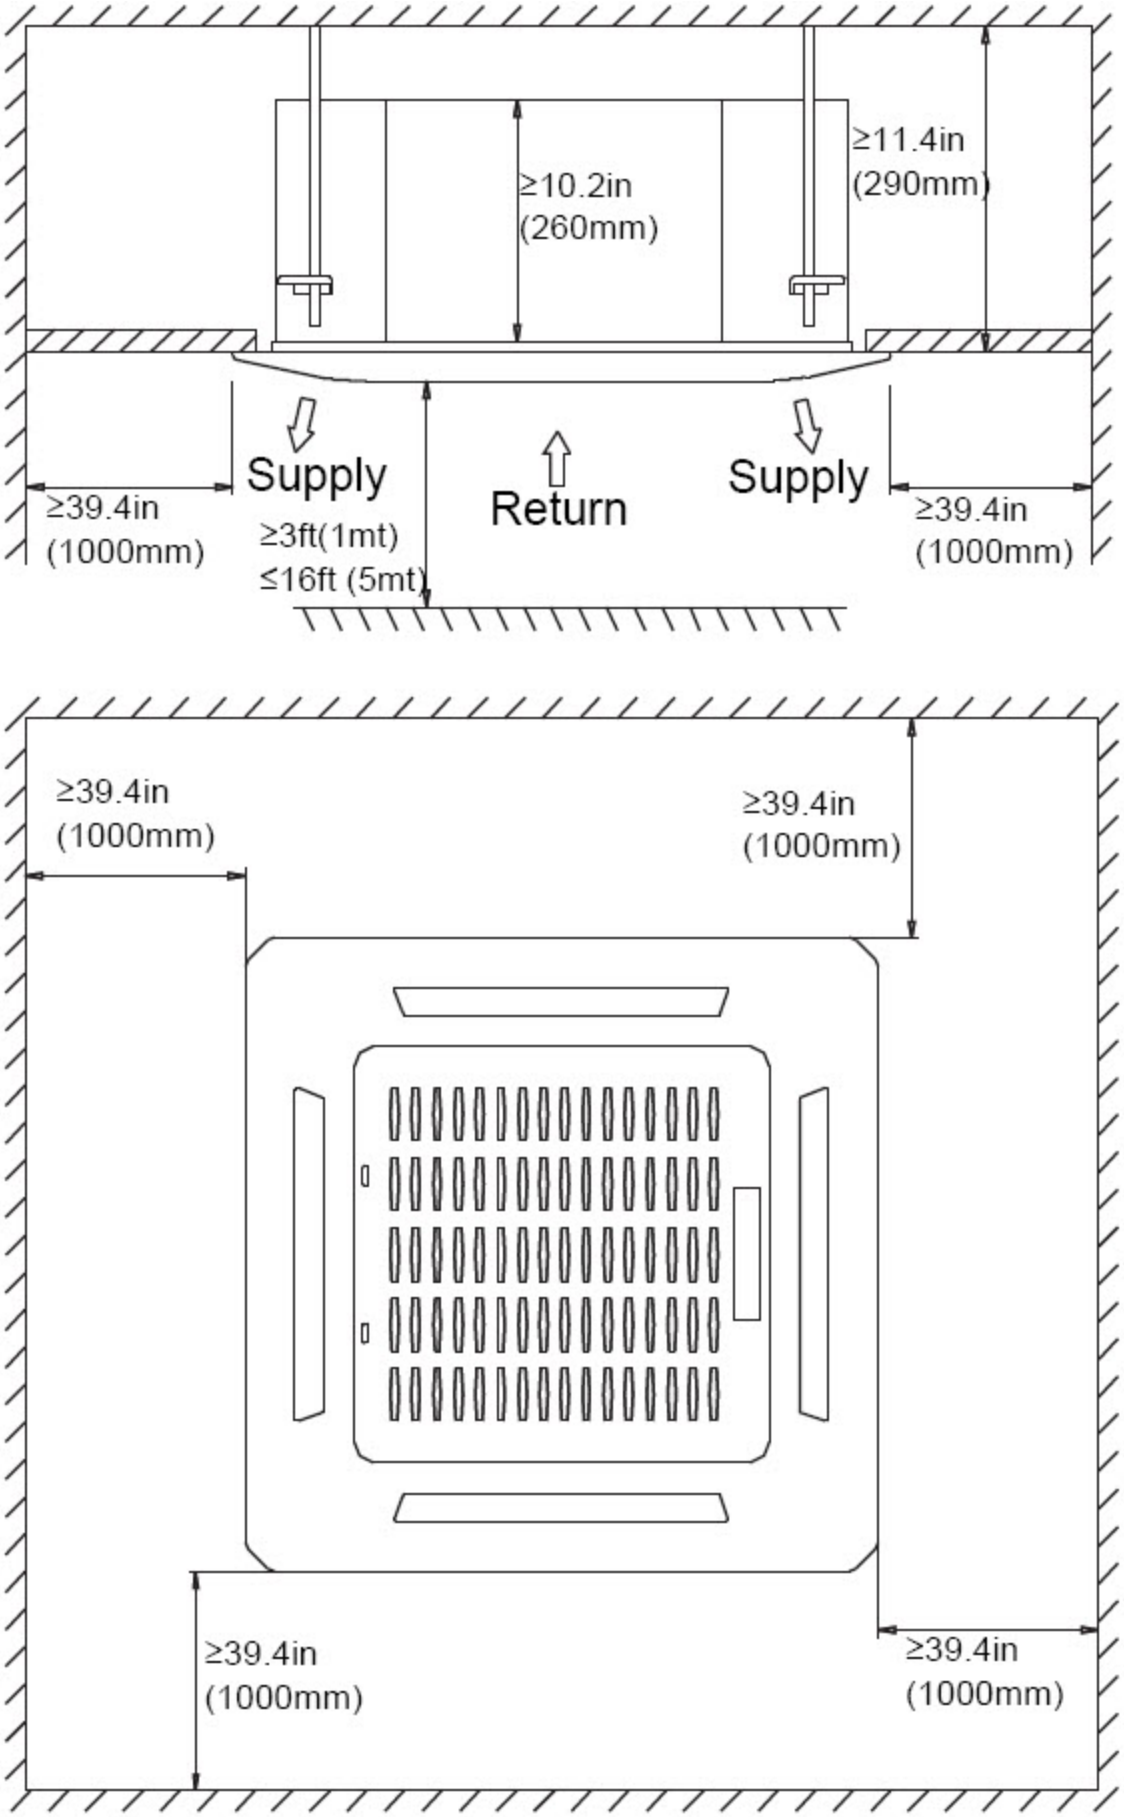

Fig. 3 – Cassette Unit Clearance
Allow sufficient space for airflow and unit servicing. See Fig. 3 for the minimum required distances between the unit and the walls or ceilings.
- A location which provides appropriate clearances (see Fig. 3).